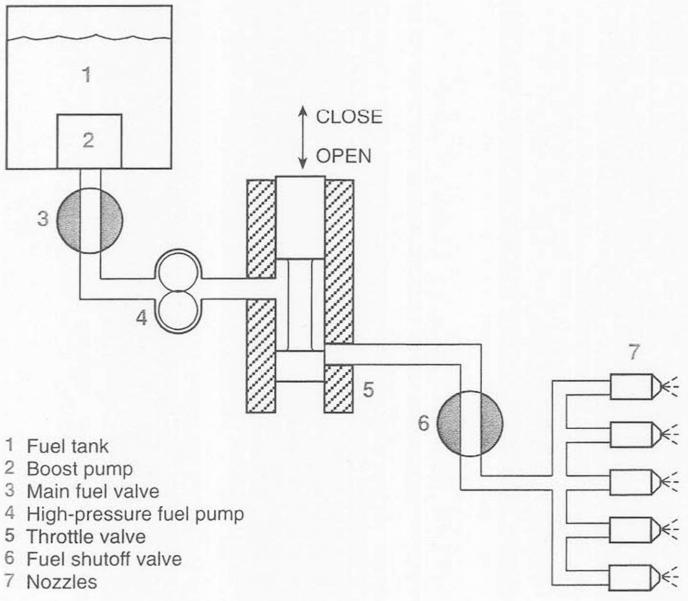

Figure 12-10. *The basic fuel control*
In Figure 12-10, the fuel to the fuel control is supplied from the tank (1), by the boost pump (2), through the fuel valve (3). Its pressure is increased by the pump (4), and its volume is controlled by the up or down movement of the throttle valve (5). A shutoff valve (6) stops all flow to the nozzles (7) when the engine is shut down.